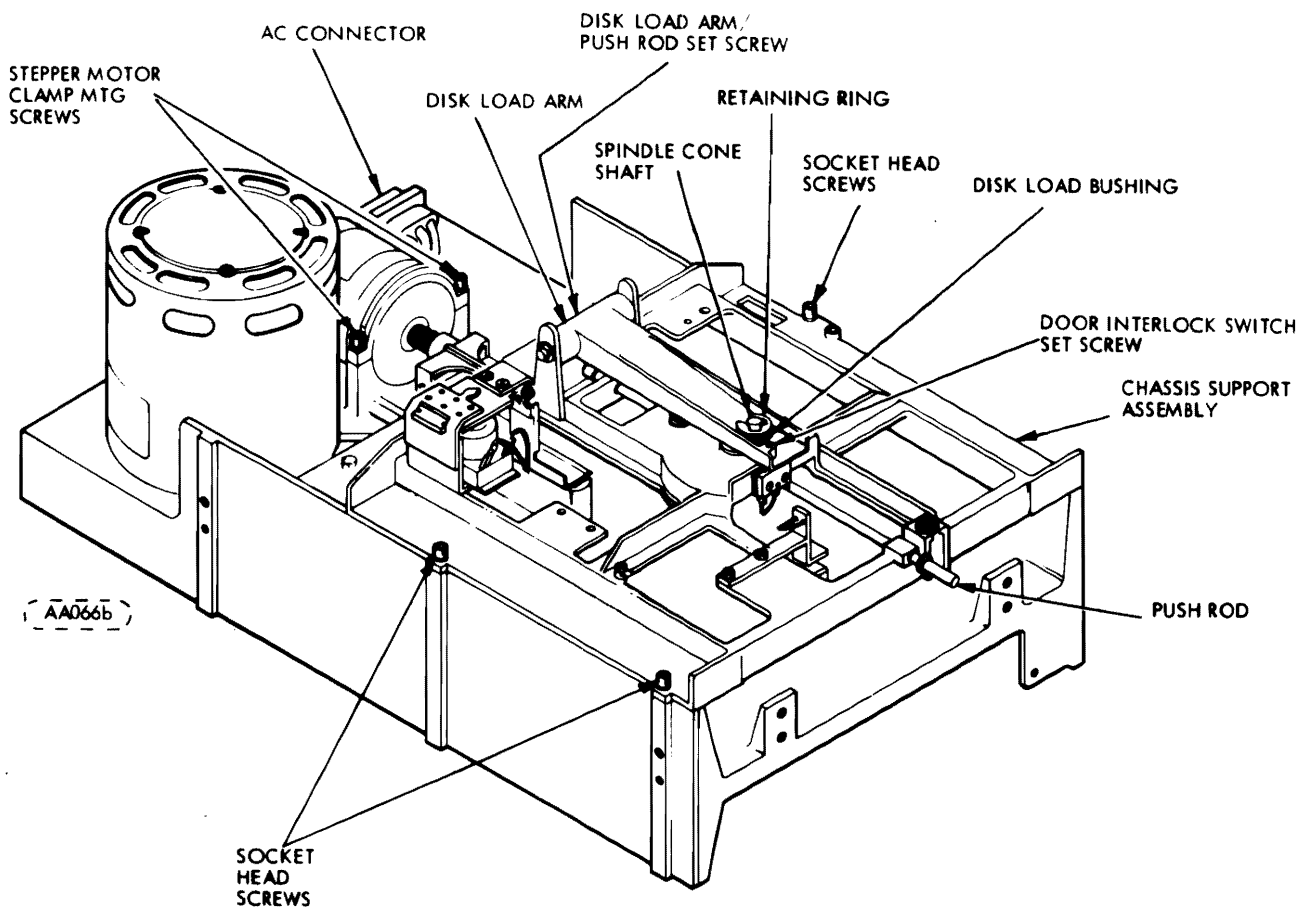
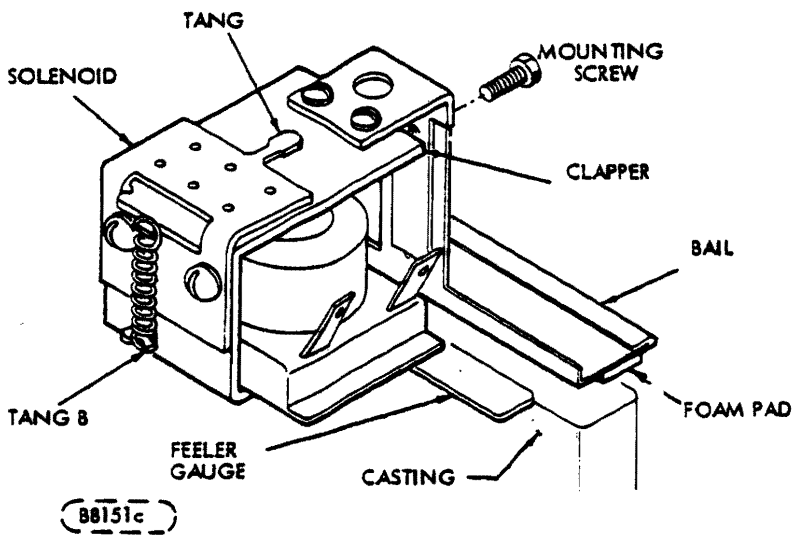

Figure 6-9. Chassis Base Assembly
Figure 6-10. Diskette Load Solenoid
h. If not in alignment, loosen the stepper motor clamp mounting screws to where a gap exists between the clamp and casting (see Figure 6-9) and slowly rotate the stepper motor to adjust the amplitude until the amplitude of both lobes is the same, that is, the difference between the bottoms of both lobes is less than 5mV.
This procedure must be performed whenever chassis support (Figure 6-9) is removed and replaced.
a. With front panel door closed, verify that a gap exists between the retaining ring and the disk load bushing of approximately 0.030 inch (0.762mm) (refer to Fig. 6-9). Perform steps b and c if out of adjustment.
c. Adjust disk load arm set screw (Figure 6-9) until gap is approximately 0.030 in. (0.762mm), with door closed.
b. With door closed, adjust set-screw at end of disk-load arm (Figure 6-9) while holding door closed against metal stop. Adjust set-screw until micro switch is almost adjusted flush to top of switch case. This ensures that as the nylon tips on the push-rod wear down, the switch will still close.
c. Loosen mounting screw on bail (Figure 6-10).
a. Loosen chassis support assembly (Figure 6-9).
f. Secure socket head screws (Figure 6-9) and again recheck steps "c" through "e".
b. To adjust, loosen the two hex-head screws holding the sensor mount in place. With the front-panel door open, push down on the diskette-load arm (Figure 6-9) to insure that the diskette is in the loaded position (Figure 6-10). At the same time, grasp the end of the envelope and move from side-to-side, and forward and backward while observing the WRITE PROTECT signal at U15 pin 11. Adjust the mount until the WRITE PROTECT signal is present for any position of the envelope.
c. Remove four (4) socket-head screws securing chassis support (Figure 6-9).
a. Place the tapered end of a flat head screw driver between Tang A and solenoid clapper. (See Figure 6-10).